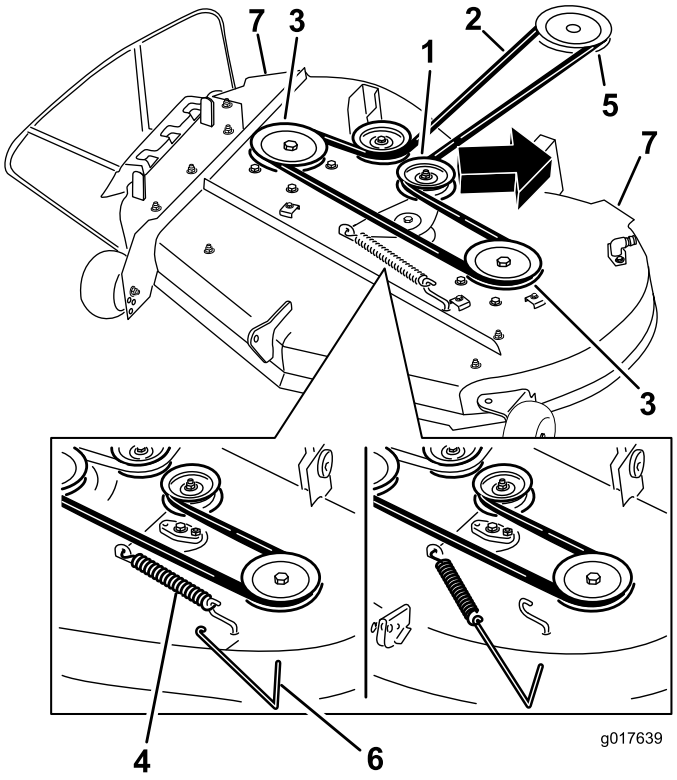

Figure 62
4. Using a spring removal tool (Toro part no. 92-5771), remove the idler spring from the deck hook to remove tension on the idler pulley and roll the belt off of the pulleys (Figure 62).
5. Route the new belt around the engine pulley and mower pulleys (Figure 62).
6. Using a spring removal tool (Toro part no. 92-5771), install the idler spring over the deck hook and placing tension on the idler pulley and mower belt (Figure 62).